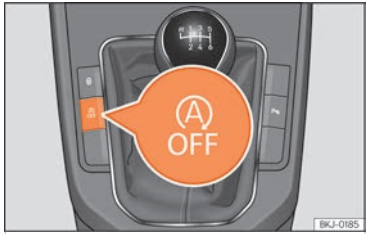

Fig. 87 Consola central: tecla del sistema Start-Stop.
- Per desconnectar/connectar manualment el sistema Start-Stop, premeu la tecla ››› fig. 87